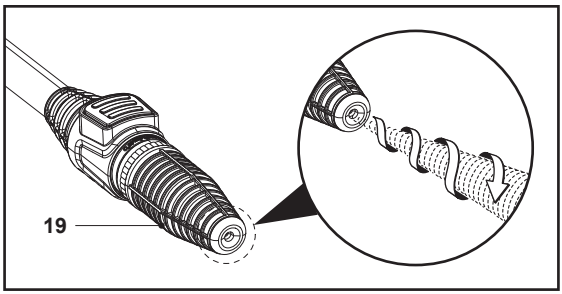

Rys. 12
Dysza turbo (19) obraca się podczas rozpryskiwania strumieni wody pod wysokim ciśnieniem, co zwiększa skuteczność czyszczenia (rys. 12).